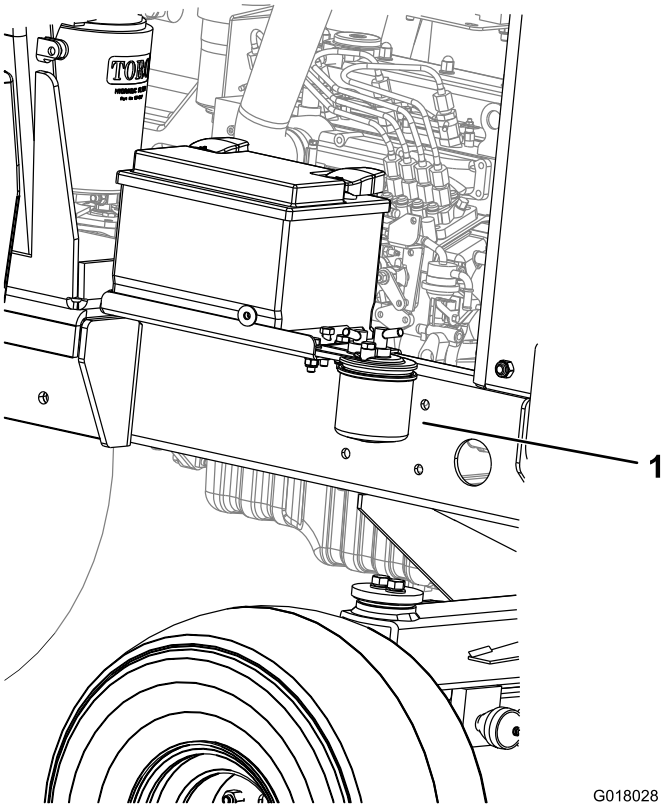

Figur 51
1. Sätt en ren behållare under bränslefilterskålen (Figur 51).